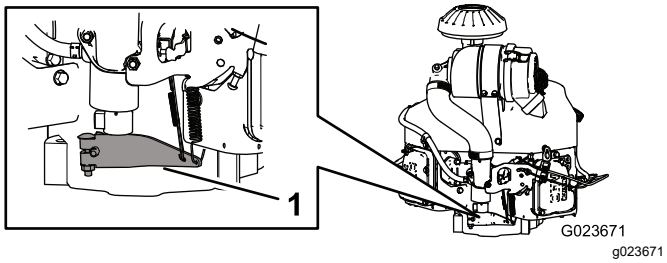

**Figuur 65**
3. Duw het veeruiteinde van de regelarm naar beneden (Figuur 65).